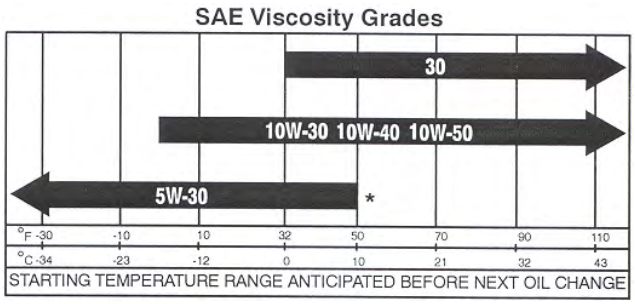

Figuur 13
3. De motor gebruikt hoogwaardige reinigingsolie, waaraan het American Petroleum Institute (-API-) “onderhoudsclassificatie” SH of hoger heeft verleend. Kies olie met de juiste viscositeit overeenkomstig de tabel op Figuur 13.